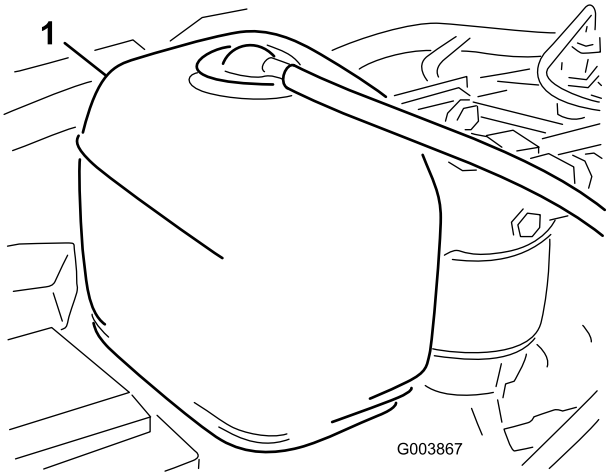

**Figuur 25**
1. Controleer het koelvloeistofpeil in de expansietank (Figuur 25).